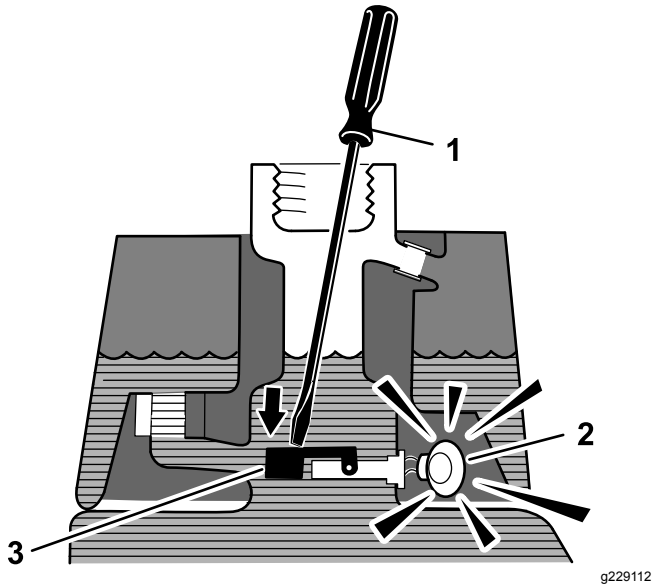

Figuur 49
3. Steek een schone staaf of schroevendraaier in de vulbuis en druk de vlotterschakelaar voorzichtig naar beneden (Figuur 49); het alarm zou moeten afgaan na 1 seconde.